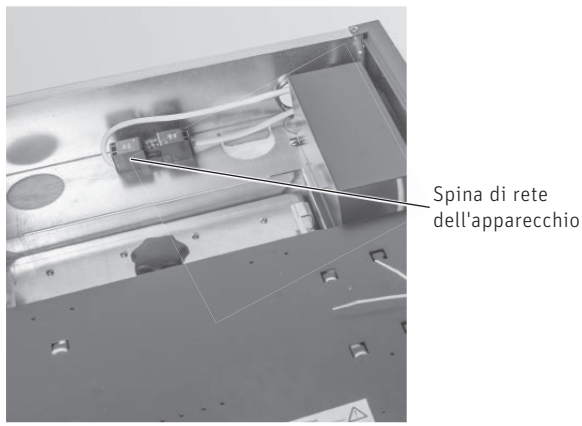

Fig. 110 Staccare la spina di rete dell'apparecchio
- Staccare la spina di rete dell'apparecchio – Fig. 110.